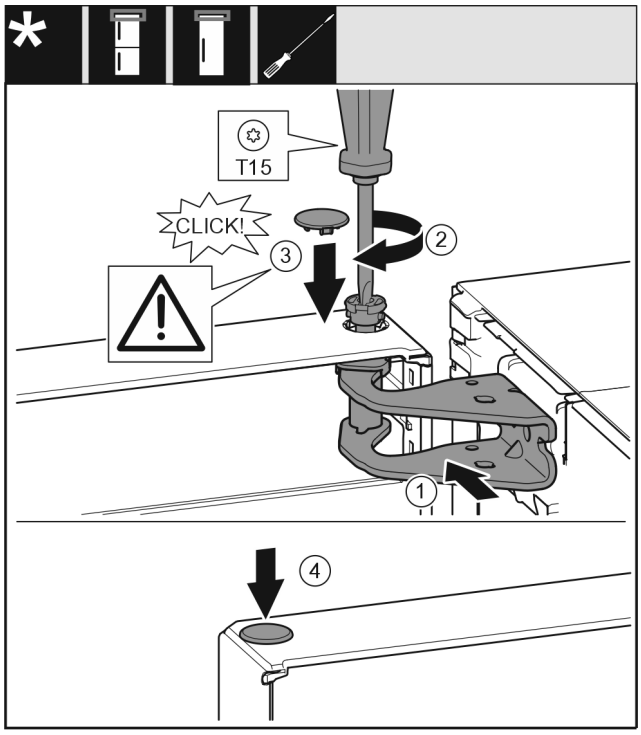

Fig. 35
▶ Deur boven naar de opening in het lagerbok *Fig. 35 (1)* uitlijnen.
▶ Bouten *Fig. 35 (2)* insteken en met een schroevendraaier vastschroeven.
▶ Afdekking *Fig. 35 (3)* plaatsen.
▶ Controleer of de afdekking *Fig. 35 (3)* tegen de deur ligt.
▶ Afdekking *Fig. 35 (4)* plaatsen.